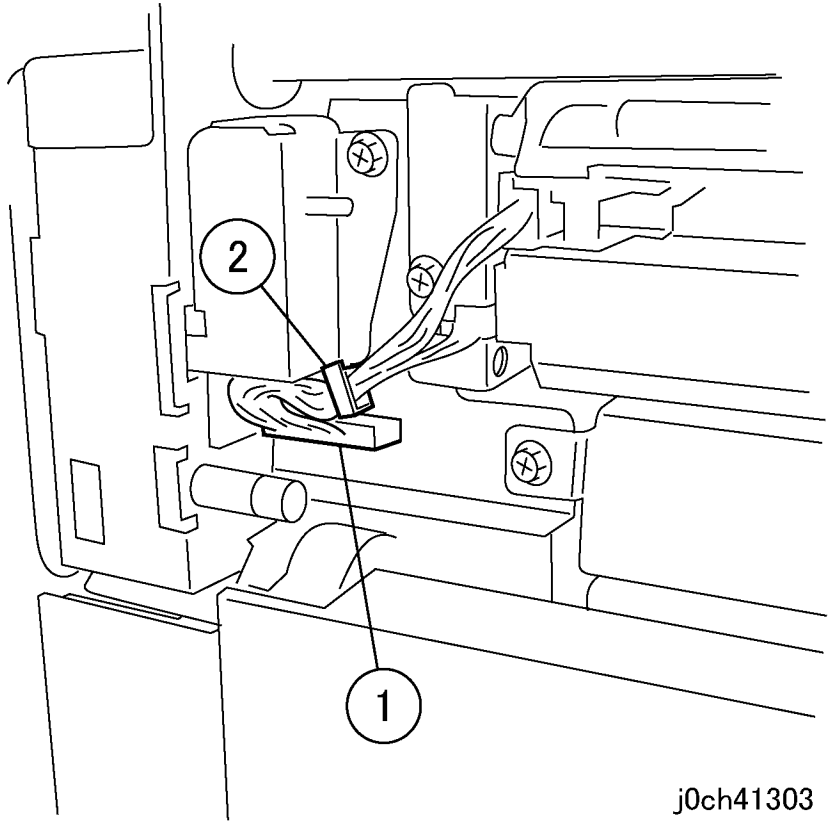

Рисунок 3 Отсоединение разъема (j0ch41303)
5. Отсоедините разъе. (рисунок 3).